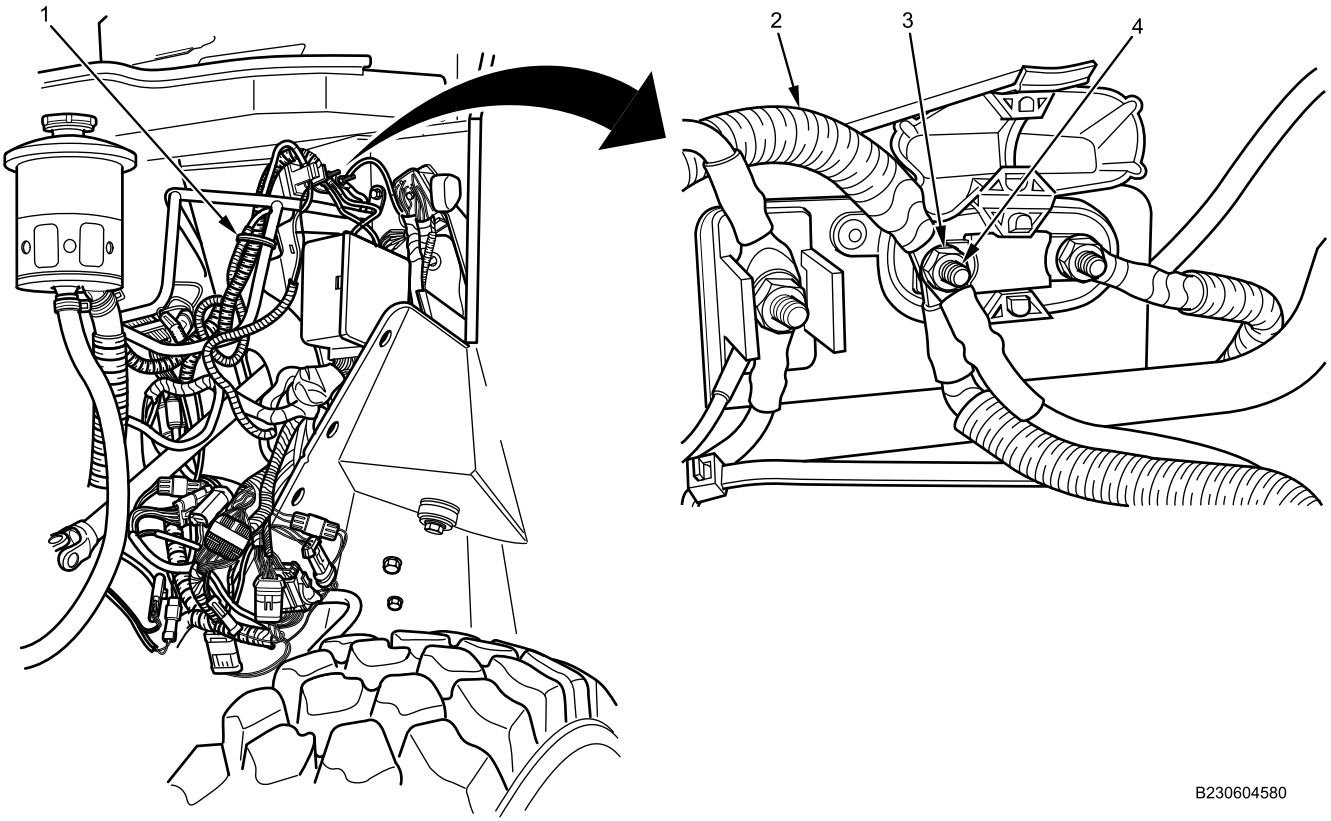

Figure 4. IP Feed Harness Connector Installation at MegaFuse Power Stud.
2. Install IP feed harness connector (Figure 4, Item 2) on megafuse power stud (Figure 4, Item 4) with new locknut (Figure 4, Item 3). Tighten locknut securely.
3. Install new cable lock straps (Figure 4, Item 1) on IP feed harness (Figure 4, Item 2) as required to secure harness to bundle.